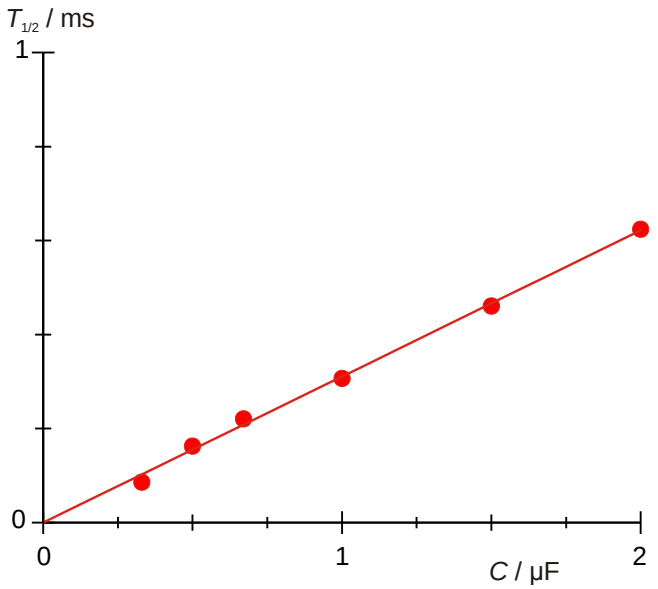

Fig. 6: Halbwertszeit $T_{1/2}$ in Abhängigkeit von der Kapazität C.
- Die Halbwertszeiten $T_{1/2}$ aus Tab. 4 gegen die Kapazitäten C in einem Diagramm auftragen und eine Ursprungsgerade anpassen (Fig. 6).
- Zur Überprüfung von Gleichung (3) aus der Geradensteigung m_R den Ohm'schen Widerstand R bestimmen.